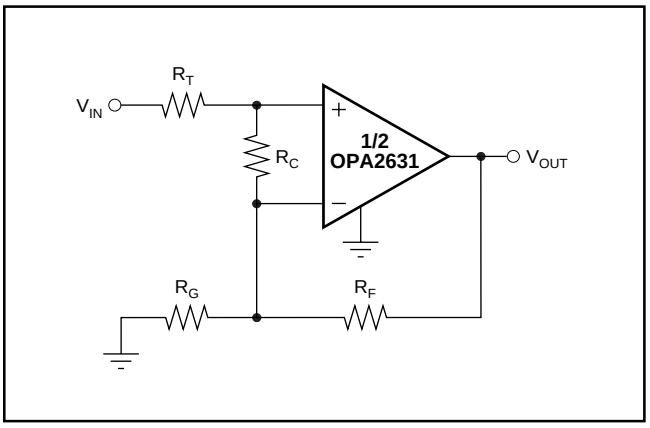

FIGURE 6. Compensated Non-Inverting Amplifier.
Figure 6 shows a non-inverting amplifier that reduces peaking at low gains. The resistor R_C compensates the OPA2631 to have higher Noise Gain (NG), which reduces the AC response peaking (typically 5dB at G = +1 without R_C) without changing the DC gain. V_{IN} needs to be a low impedance source, such as an op amp. The resistor values are low to reduce noise. Using both R_T and R_F helps minimize the impact of parasitic impedances.
Since the OPA2631 is a voltage-feedback op amp, a wide range of resistor values may be used for the feedback and gain setting resistors. The primary limits on these values are set by dynamic range (noise and distortion) and parasitic capacitance considerations. For a non-inverting unity gain follower application, the feedback connection should be made with a 20Ω resistor, not a direct short (see Figure 6). This will isolate the inverting input capacitance from the output pin and improve the frequency response flatness. Usually, for G > 1 application, the feedback resistor value should be between 200Ω and 1.5kΩ. Below 200Ω, the feedback network will present additional output loading which can degrade the harmonic-distortion performance. Above 1.5kΩ, the typical parasitic capacitance (approximately 0.2pF) across the feedback resistor may cause unintentional band-limiting in the amplifier response.
The criterion for setting this R_S resistor is a maximum bandwidth, flat frequency response at the load. For a gain of +2, the frequency response at the output pin is already slightly peaked without the capacitive load, requiring relatively high values of R_S to flatten the response at the load. Increasing the noise gain will also reduce the peaking (see Figure 6).